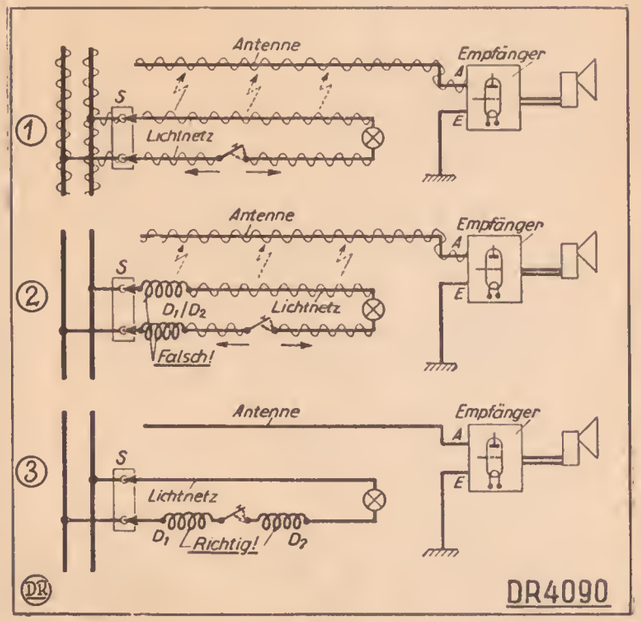

Abb. 1.
zuerst entfernt werden. Die Kernbandagen werden mit einem scharfen Meißel über einen Ankerzahn durchgeschlagen, während diejenigen, die über den Wicklungsköpfen liegen, durch ein Offenschlagen der Schlösser abgewickelt werden müssen. Die Breite der Bandagen sowie die Dicke des verwendeten Stahldrahtes muß man sich unbedingt merken, damit nach der Neuwicklung die neuen Bandagen der alten entsprechen. Kleine Anker erhalten meistens über den Kern Stahldrahtbandagen, während man über die Wicklungsköpfe solche aus Kordel wickelt. Abbildung 1 zeigt einen Anker mit Schablonenwicklung.
3. Zunächst muß dem Elektroinstallateur die Möglichkeit der Entstörung am Rundfunkempfänger selbst interessieren. Die Abbildung 1 zeigt schematisch, wie die Uebertragung von Störschwingungen vom Lichtnetz auf einen Batterie-Empfänger erfolgt. Es gehen hier von einem in die Hausleitung eingeschalteten elektrischen Gerät (Schalter) hochfrequente Störschwin-